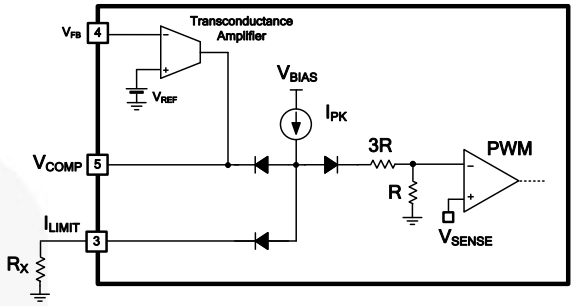
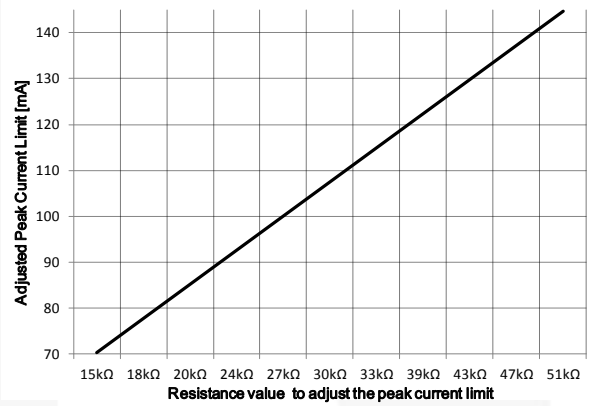

Figure 29. Current Limit Adjustment
Figure 30. Current Limit vs. Rx
As shown in Figure 29, the inverting input voltage of a PWM comparator that determines pulse-by-pulse current limit level is generated by the internal resistor R and current IPK with a maximum value of 50 µA. When the external resistor RX is connected between ILIMIT and GND, IPK current can be adjusted because the added Rx will be configured with internal resistor (3R+R) with total 46 kΩ in parallel and it will flow inversely proportional to RX value connected. For example, if no resistor is connected, pulse-by-pulse current limit for MOSFET switching current will be the maximum level (300 mA). On the other hand, the minimum level can be set down to 70 mA by the Rx value ~~that can be got from following~~ shown in equation (1). Figure 30 shows the adjusted current limit according to the RX.